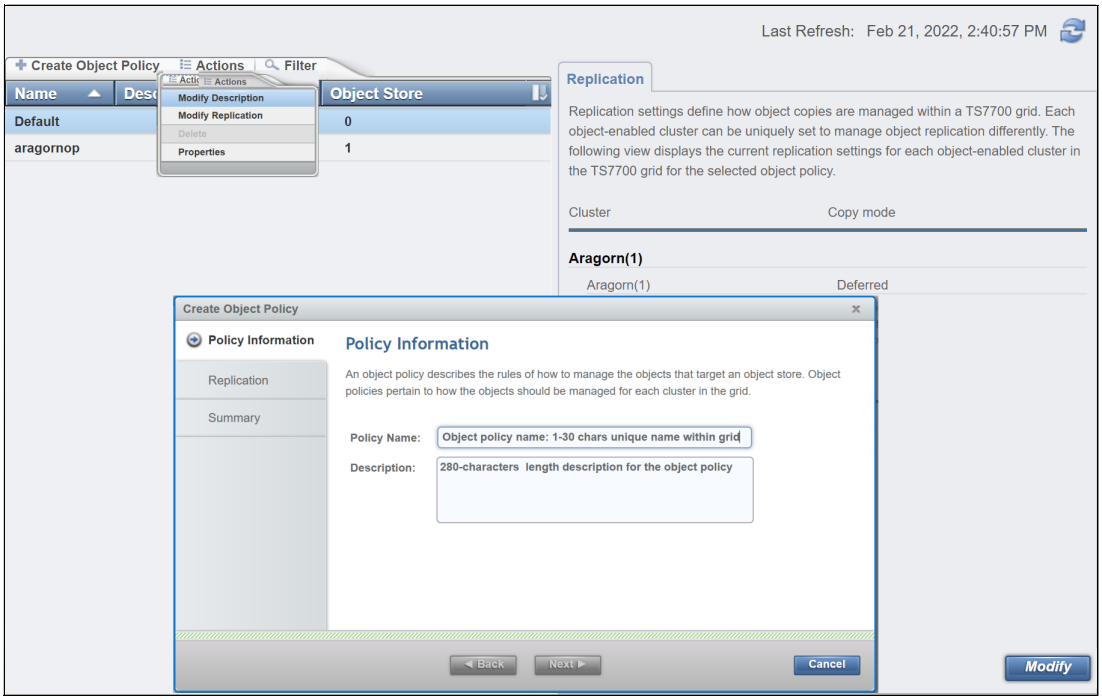

Figure 9-55 Object Policy page and Create Object Policy detail.
With R5.2, TS7700 allows the user to set up copy policies for object redundancy across a TS7700 grid. Figure 9-55 on page 456 shows the Object Policy page, and Create Object Policy detail.
1. Click **Create Object Policy** (see Figure 9-55).